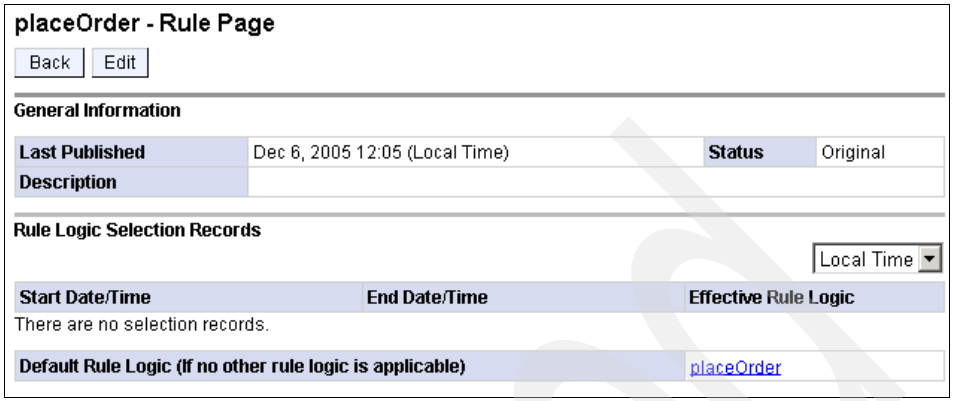

Figure B-14 The operation information page
5. Click an operation to view details like those shown in Figure B-14.